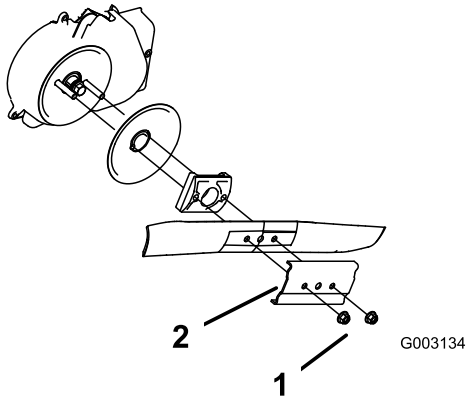

Bild 28
3. Entfernen Sie die beiden Messermuttern und die Verstärkung (Bild 28).
4. Nehmen Sie das Messer heraus (Bild 28).
5. Bauen Sie das neue Messer ein (Bild 28).